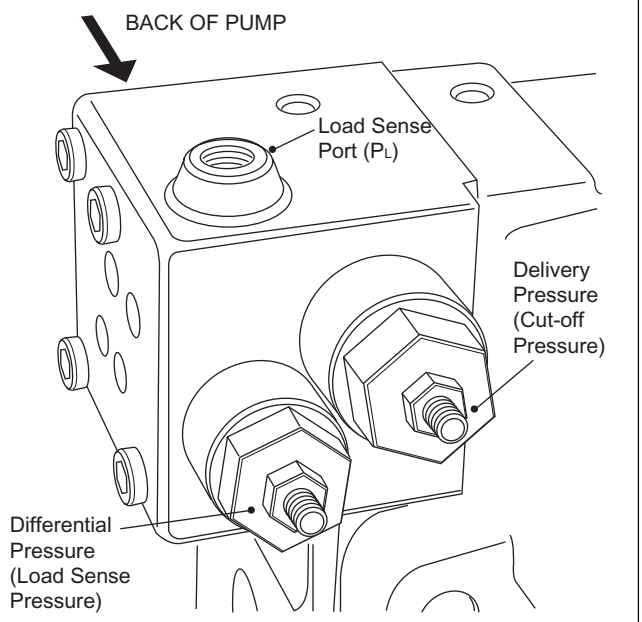

Fig. 9 - Pump Adjustment At Pressure Regulator
5. At the differential pressure (load sense) port (see Figure 9), unlock the nut (8) and turn the set screw (7) clockwise (looking straight at set screw) to increase ΔP pressure, or counter-clockwise to decrease ΔP pressure.
There should be no requirement to adjust the set screw (7) at the delivery pressure (cut-off pressure) port (see Figure 9) as this is factory set. The cut-off pressure sets the pump delivery pressure. If the set screw (7) or nut (8) has been moved, follow the procedure below to reset the pump delivery pressure :
3. At the delivery pressure (cut-off pressure) port (see Figure 9), unlock the nut (8) and turn the set screw (7) clockwise to increase the cut-off pressure, or counter-clockwise to decrease the cut-off pressure (adjustment 90 bar [1305 lbf/in^2] per turn).